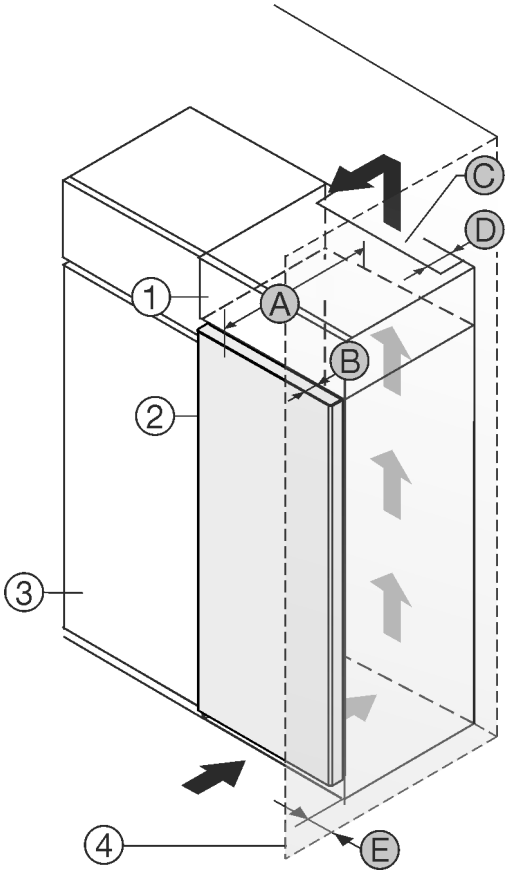

*Fig. 1 **
Set up the appliance directly next to the kitchen cabinet *Fig. 1 (3)*.*
There must be a ventilation shaft at the depth *Fig. 1 (D)* of the back of the top cupboard over the entire width of the top cupboard.*
The ventilation cross-section *Fig. 1 (C)* must be maintained under the ceiling.*
If the appliance is set up with the hinges next to a wall *Fig. 1 (4)*, the distance between the appliance and the wall must be at least 13 mm.*
If the appliance is set up with the hinges next to a wall *Fig. 1 (4)*, the distance between the appliance and the wall must be at least 20 mm.*
If the appliance is set up with the hinges next to a wall *Fig. 1 (4)*, the distance between the appliance and the wall must be at least 57 mm. This is how far the handle protrudes when the door is open.*
In order to be able to fully open the door, the appliance must protrude by the depth of the door *Fig. 1 (B)* from the front of the kitchen cabinet. The appliance may protrude further depending on the depth of the kitchen cabinets *Fig. 1 (3)* and whether wall spacers are used.*